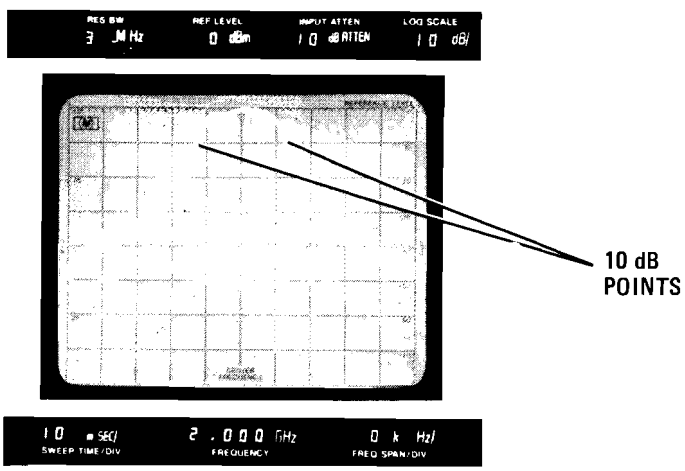

Figure 5-47. YTF Passband Display
4. Perform corresponding YTF tracking adjustment to center passband (10 dB points) on spectrum analyzer CRT display (Figure 5-47). Ensure that at least 25%of passband is on each side of center vertical graticule line.